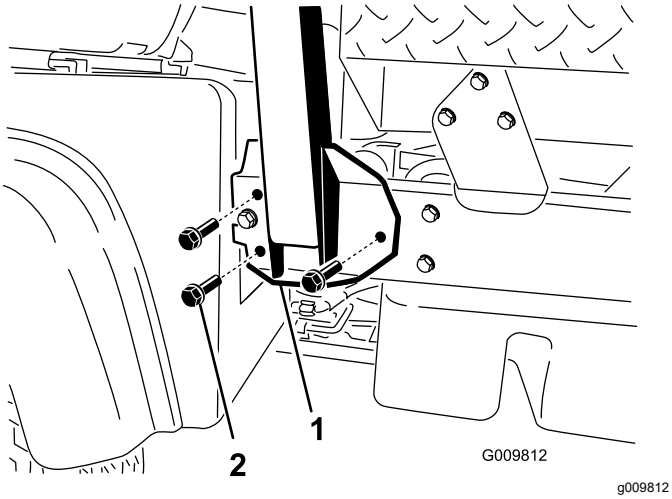

Figura 3
2. Alinee cada lado de la barra antivuelco con los taladros de montaje de cada lado del bastidor de la máquina (Figura 3).
3. Sujete el soporte de montaje de la barra antivuelco al bastidor de la máquina usando 3 pernos con arandela prensada (½" x 1¼") en cada lado (Figura 3).